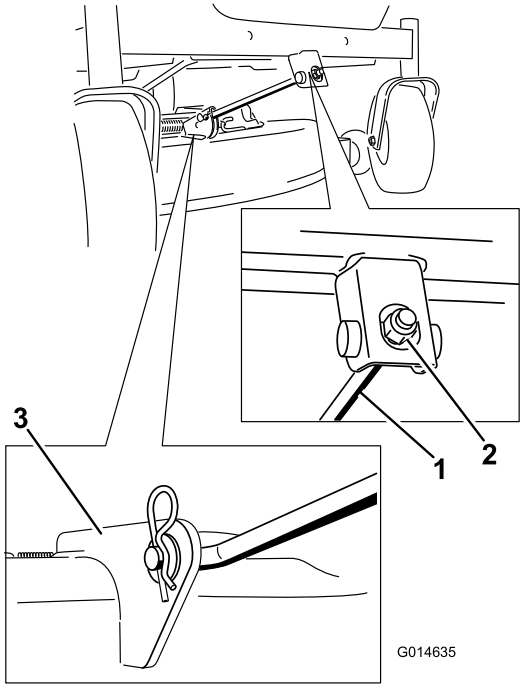

Figur 66
5. Fjern hårnålsplintpinnen fra fremre støttestag og fjern staget fra braketten på klippeenheten (Figur 66).
6. Fest fremre støttestang til klippeenheten med splittpinnen og hårnålssplinten (Figur 66).